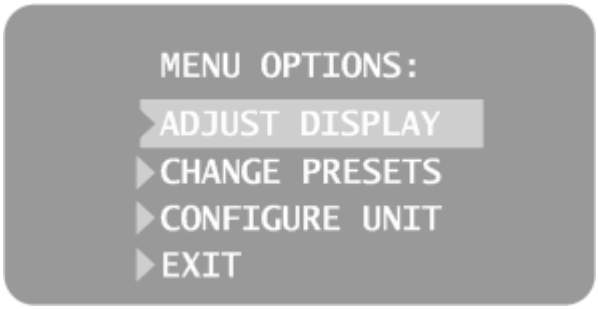
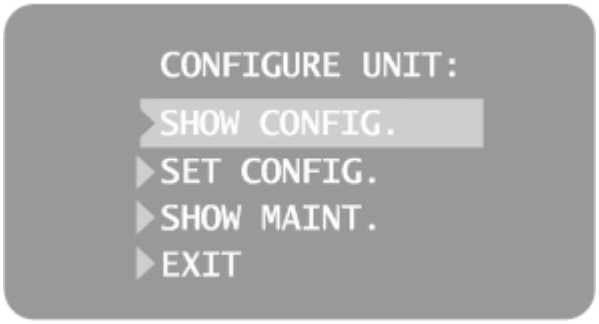
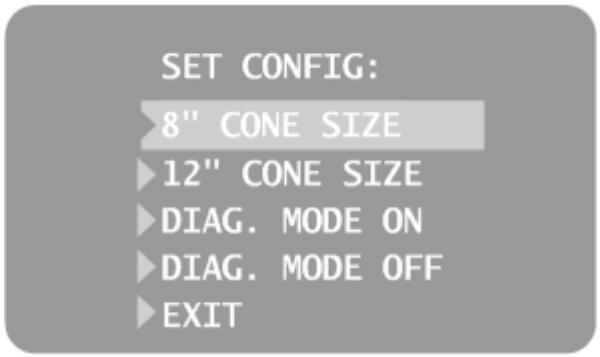

Figure 49
Figure 52
Figure 53
1. To enter system configuration mode, press the Tooth Selection and Patient Size Selection buttons on the Operator Panel simultaneously for 5 seconds. The display shows the Main System Configuration menu, as shown in *Figure 49*, and the Ready Indicator blinks.
1. From the Main System Configuration menu, *Figure 49*, select ADJUST DISPLAY. The Display Options menu shown in *Figure 50* will be displayed.
1. From the Main System Configuration menu, *Figure 49*, select CHANGE PRESETS. The the Preset Options menu shown in *Figure 51* will be displayed.
1. From the Main System Configuration menu, Figure 49, select CONFIGURE UNIT. The Configuration menu shown in *Figure 52* will be displayed.
Selecting SET CONFIG from the Configuration menu, *Figure 52*, displays the Set Configuration menu, *Figure 53*, with options to change the cone size. The Preva Dental X-ray System is preset for use with the standard supplied 8” [20 cm] Cone. The 12” [30 cm] Cone (30-A2033) is available. Using the longer Cone requires longer exposure times, which the Preva automatically selects when the Cone size is changed in the Set Configuration menu.
1. From the Main System Configuration menu, *Figure 49*, select CONFIGURE UNIT. The Configuration menu shown in *Figure 52* will be displayed.
2. Select SET CONFIG. The Set Configuration menu, shown in *Figure 53* will be displayed.
3. Select the SET CONFIG option. The Set Configuration menu, *Figure 53* will be displayed.
4. Press the down arrow to highlight the DIAGNOSTIC MODE ON option, and press Enter. The Configure Unit menu, *Figure 52* will be displayed.
2. Press the down arrow to highlight the CONFIGURE UNIT option, and press Enter. This displays the Configure Unit menu, *Figure 52*.
3. Press the down arrow to highlight the Set Configuration option, and press Enter. The Set Configuration menu, *Figure 53* will be displayed.